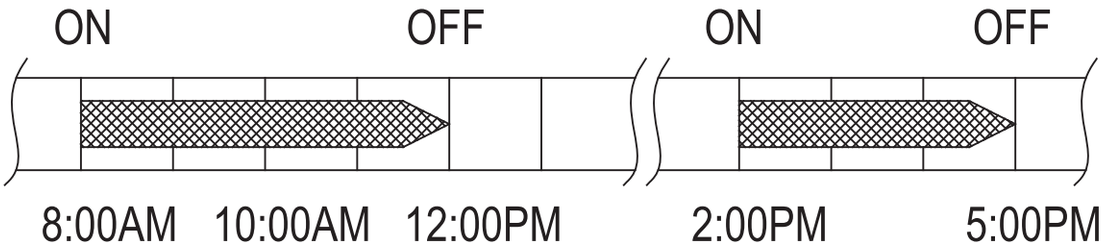

Fig. 39 —Weekly Timer Display
1. Press **POWER** and the air conditioner turns **OFF** temporarily. The air conditioner turns back on automatically when the **ON** timer's set time is reached. For example, press **POWER** once at 10:00 AM, the air conditioner turns back on at the timer setting 2:00 PM (Fig. 39).